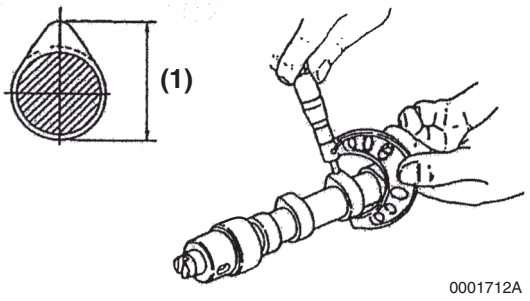

Figure 6-78
3. Measure the height of each lobe **(Figure 6-78, (1))**. Record the measurements. *See Camshaft on page 6-7 for specifications.*